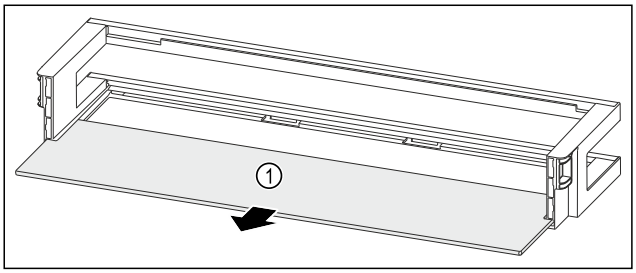

Fig. 147 Raft montat pe ușă cu raft
▶ Extrageți raftul *Fig. 147 (1)*.